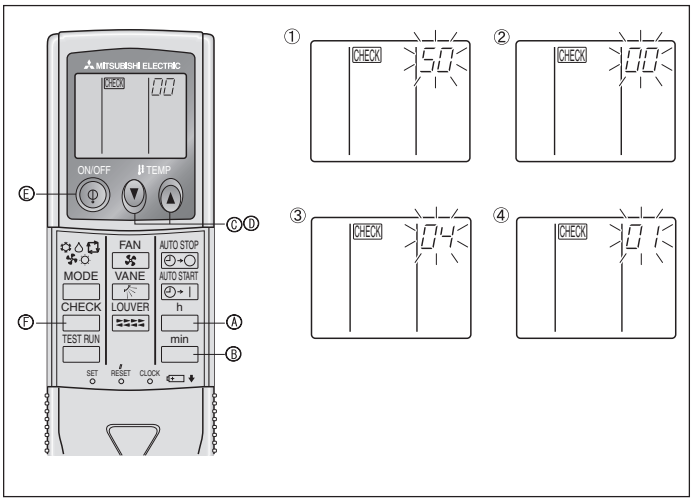

Fig. 6-10
⑧ Pulse el botón MODE Ⓔ para que el modo y el número de configuración (1) y (2) estén continuamente activados y se pueda confirmar el contenido de la configuración.
⑨ Mantenga simultáneamente presionados los FILTER Ⓐ y TEST RUN Ⓑ durante dos segundos por lo menos. La pantalla de selección de funciones desaparecerá momentáneamente y aparecerá la visualización de desconexión (OFF) del acondicionador de aire.
2) Para controlador remoto inalámbrico (Fig. 6-10)